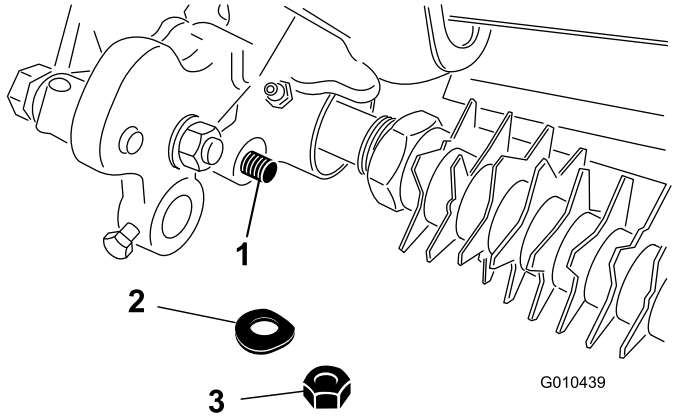

Figure 31
4. Remove the locknut and spring washer securing the height-of-cut-arm-assembly rod end to the groomer-drive assembly (Figure 31).